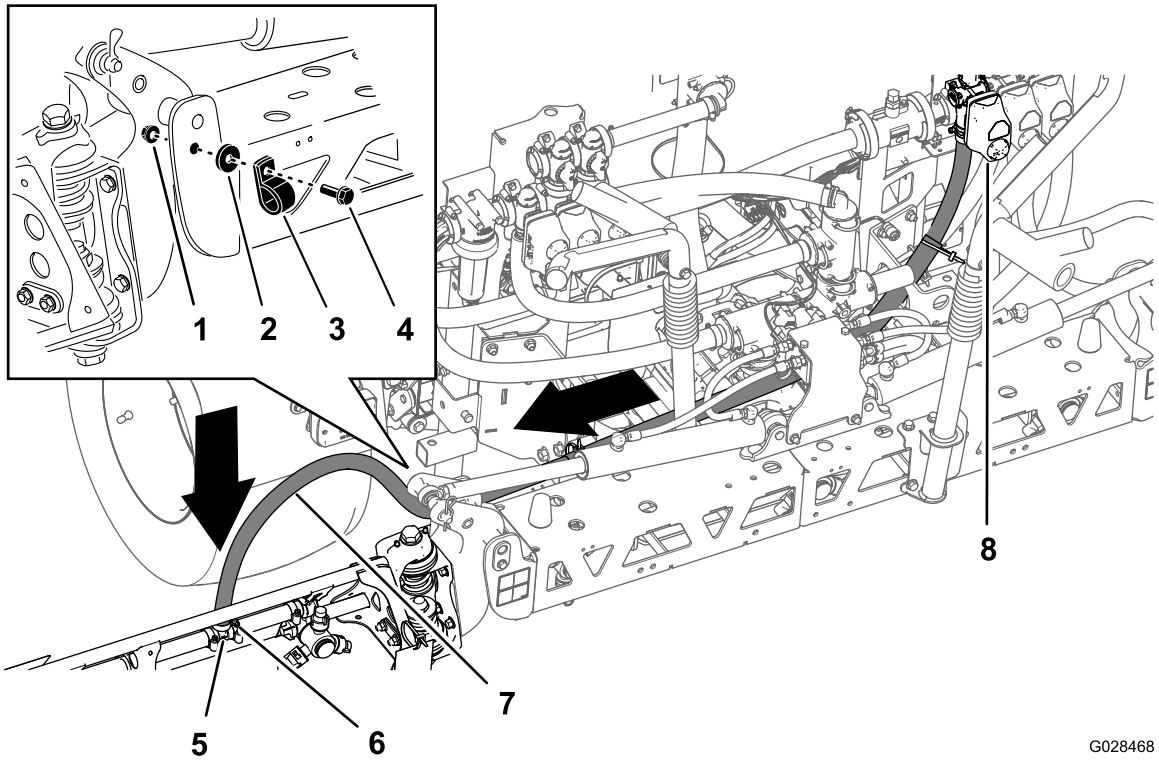
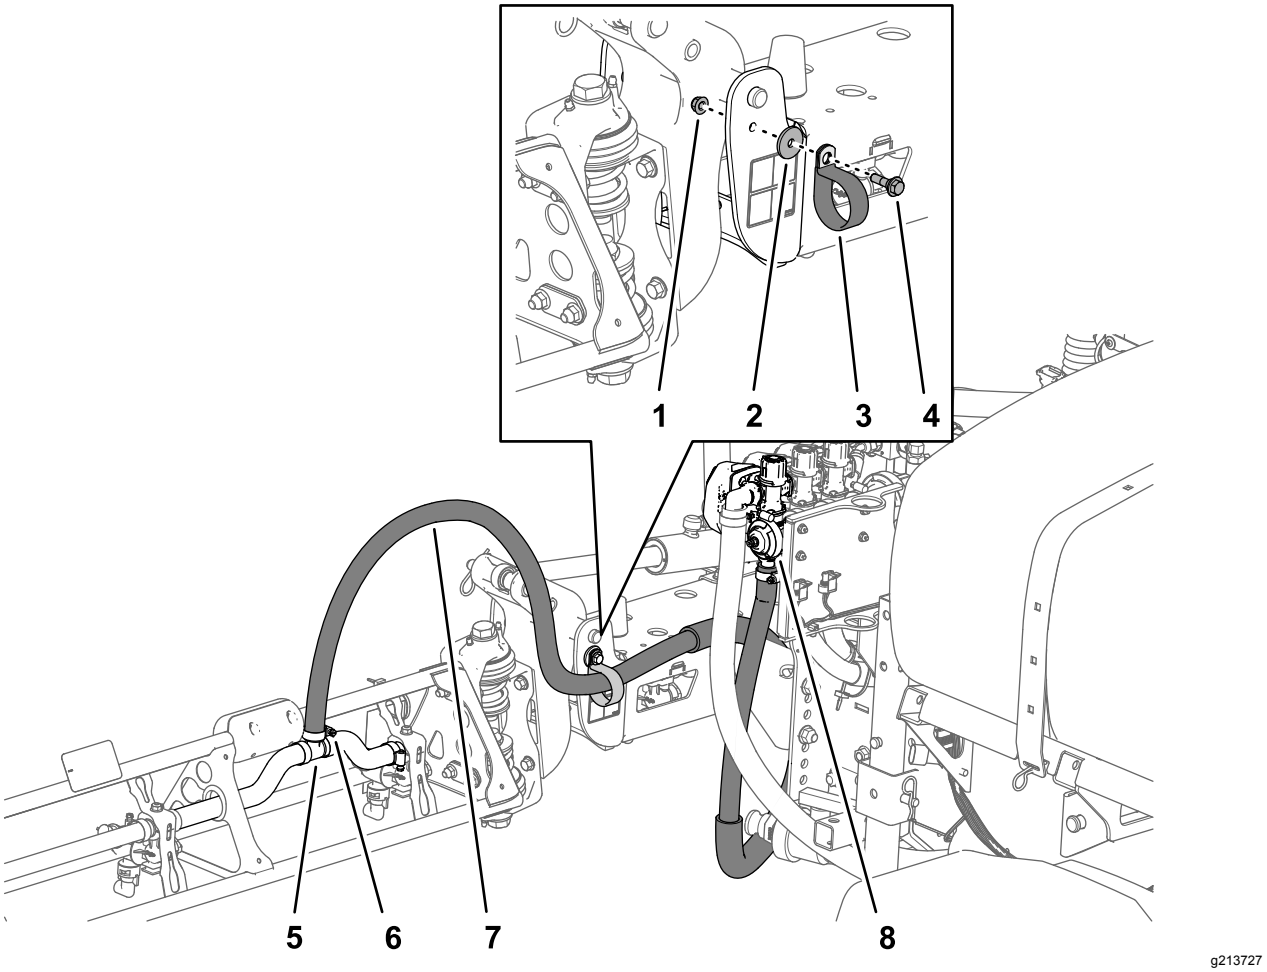

Figuur 42
Figuur 43
1. Leid de slangen van de spuitboomgedeelten zoals wordt getoond in Figuur 42 en Figuur 43.
2. Bevestig de spuitboomslangen aan de voorzijde van de middelste spuitboom (Figuur 42 en Figuur 43); gebruik hierbij 1 R-klem, 1 borstbout (5/16" x 1"), 1 borgmoer (5/16") en 1 ring (5/16").
3. Breng de slang van de spuitboom aan over de geribde T-fitting en zet de slang vast met een slangklem (Figuur 42 en Figuur 43).